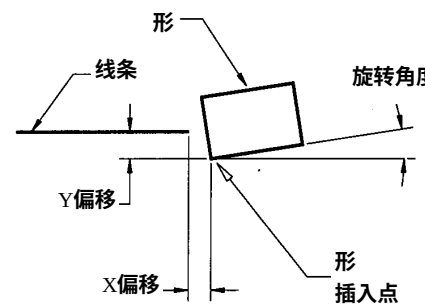

图30-19 形复合线型的属性
形复合线型的属性即形的属性（见图30-19）。
5)X-Offset(X偏移):这是从线段的终点开始,沿着线条的方向测量到形的插入点之间的距离。如果线条是水平的,则X-Offset距离就沿着X轴测量。在图30-19中,X-Offset的距离值为0.2。
6)Y-Offset(Y偏移):这是从线段的终点开始,沿着与线条垂直的方向测量到形的插入点之间的距离。如果线条是水平的,则 Y-Offset距离就沿着Y轴测量。在图30-19中,Y-Offset的距离值为0。